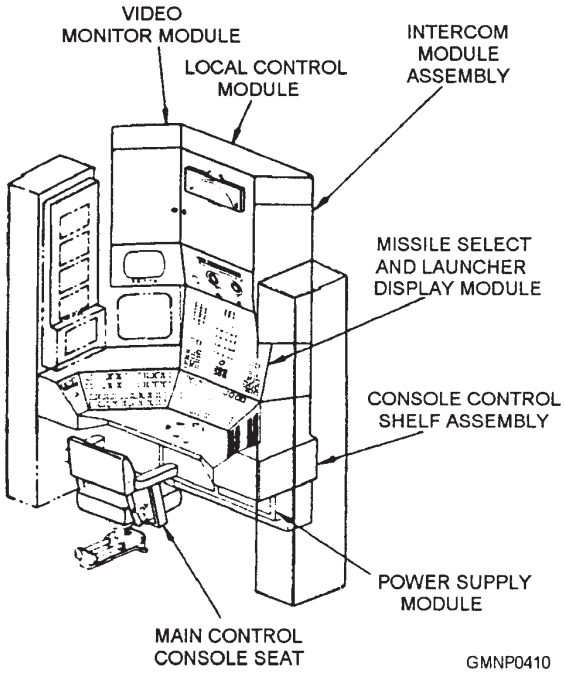

**Figure 7-31.—Main control console.**
**MAIN CONTROL CONSOLE (MCC).**—The MCC (fig. 7-31) is a modular, wraparound type of unit. It contains the operating controls and indicators needed for programming and monitoring launching system operations. The individual modules in the MCC are shown in separate figures for clarity.